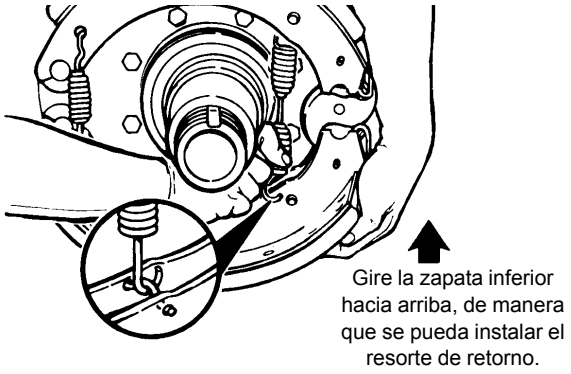

FIGURA 8-47
2. Gire la zapata de freno inferior hacia adelante e instale un nuevo resorte de retorno de la zapata de freno (vea la Figura 8-47).